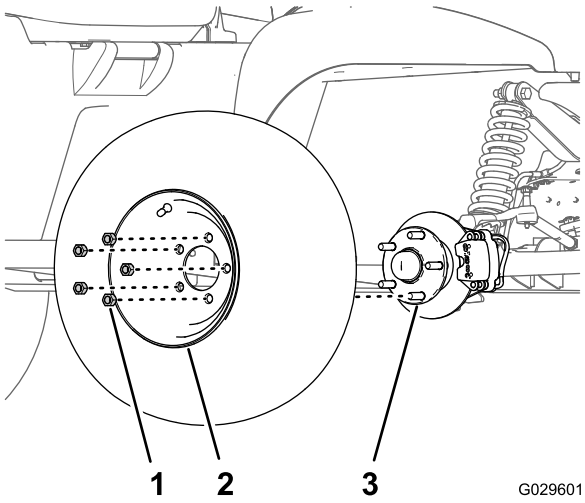

Figur 30
2. Ta bort de fem hjulmuttrarna som håller fast hjulet vid navet (Figur 30).
4. Rikta in hålen i hjulet med tapparna i navet, och montera hjulet på navet med ventilskaftet utåt (Figur 30).
5. Säkra hjulet på navet med hjälp av hjulmuttrarna (Figur 30) och dra åt muttrarna till 108–122 Nm.